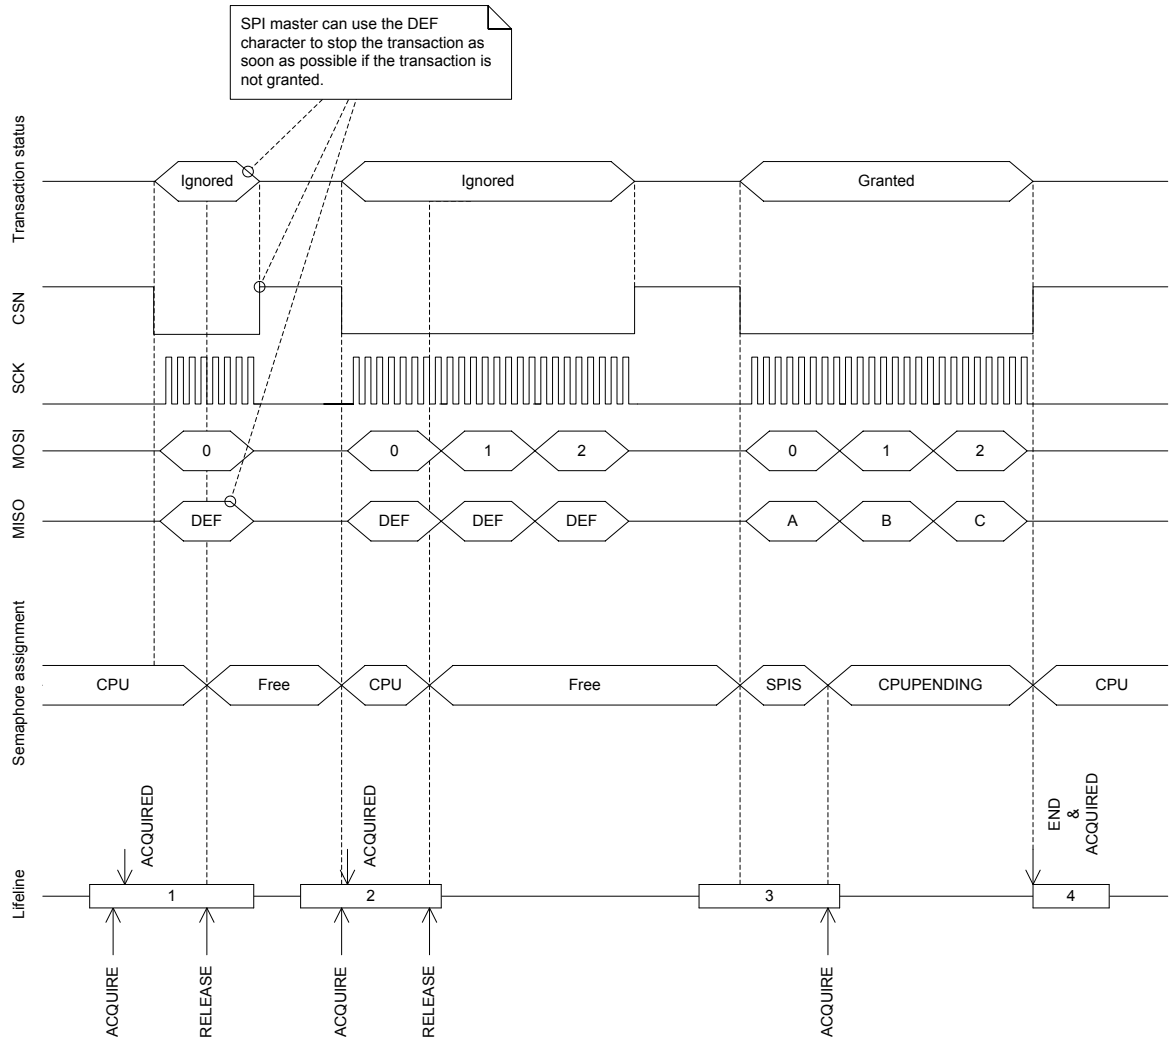

Figure 84: SPI transaction when shortcut between END and ACQUIRE is enabled
See *Figure 84: SPI transaction when shortcut between END and ACQUIRE is enabled* on page 356.
Before the CPU can safely update the RXD.PTR and TXD.PTR pointers it must first acquire the SPI semaphore. The CPU can acquire the semaphore by triggering the ACQUIRE task and then receiving the ACQUIRED event. When the CPU has updated the RXD.PTR and TXD.PTR pointers the CPU must release the semaphore before the SPI slave will be able to acquire it. The CPU releases the semaphore by triggering the RELEASE task. This is illustrated in *Figure 84: SPI transaction when shortcut between END and ACQUIRE is enabled* on page 356. Triggering the RELEASE task when the semaphore is not granted to the CPU will have no effect.
The SPI slave will try to acquire the semaphore when CSN goes low. If the SPI slave does not manage to acquire the semaphore at this point, the transaction will be ignored. This means that all incoming data on MOSI will be discarded, and the DEF (default) character will be clocked out on the MISO line throughout the whole transaction. This will also be the case even if the semaphore is released by the CPU during the transaction. In case of a race condition where the CPU and the SPI slave try to acquire the semaphore at the same time, as illustrated in lifeline item 2 in *Figure 84: SPI transaction when shortcut between END and ACQUIRE is enabled* on page 356, the semaphore will be granted to the CPU.